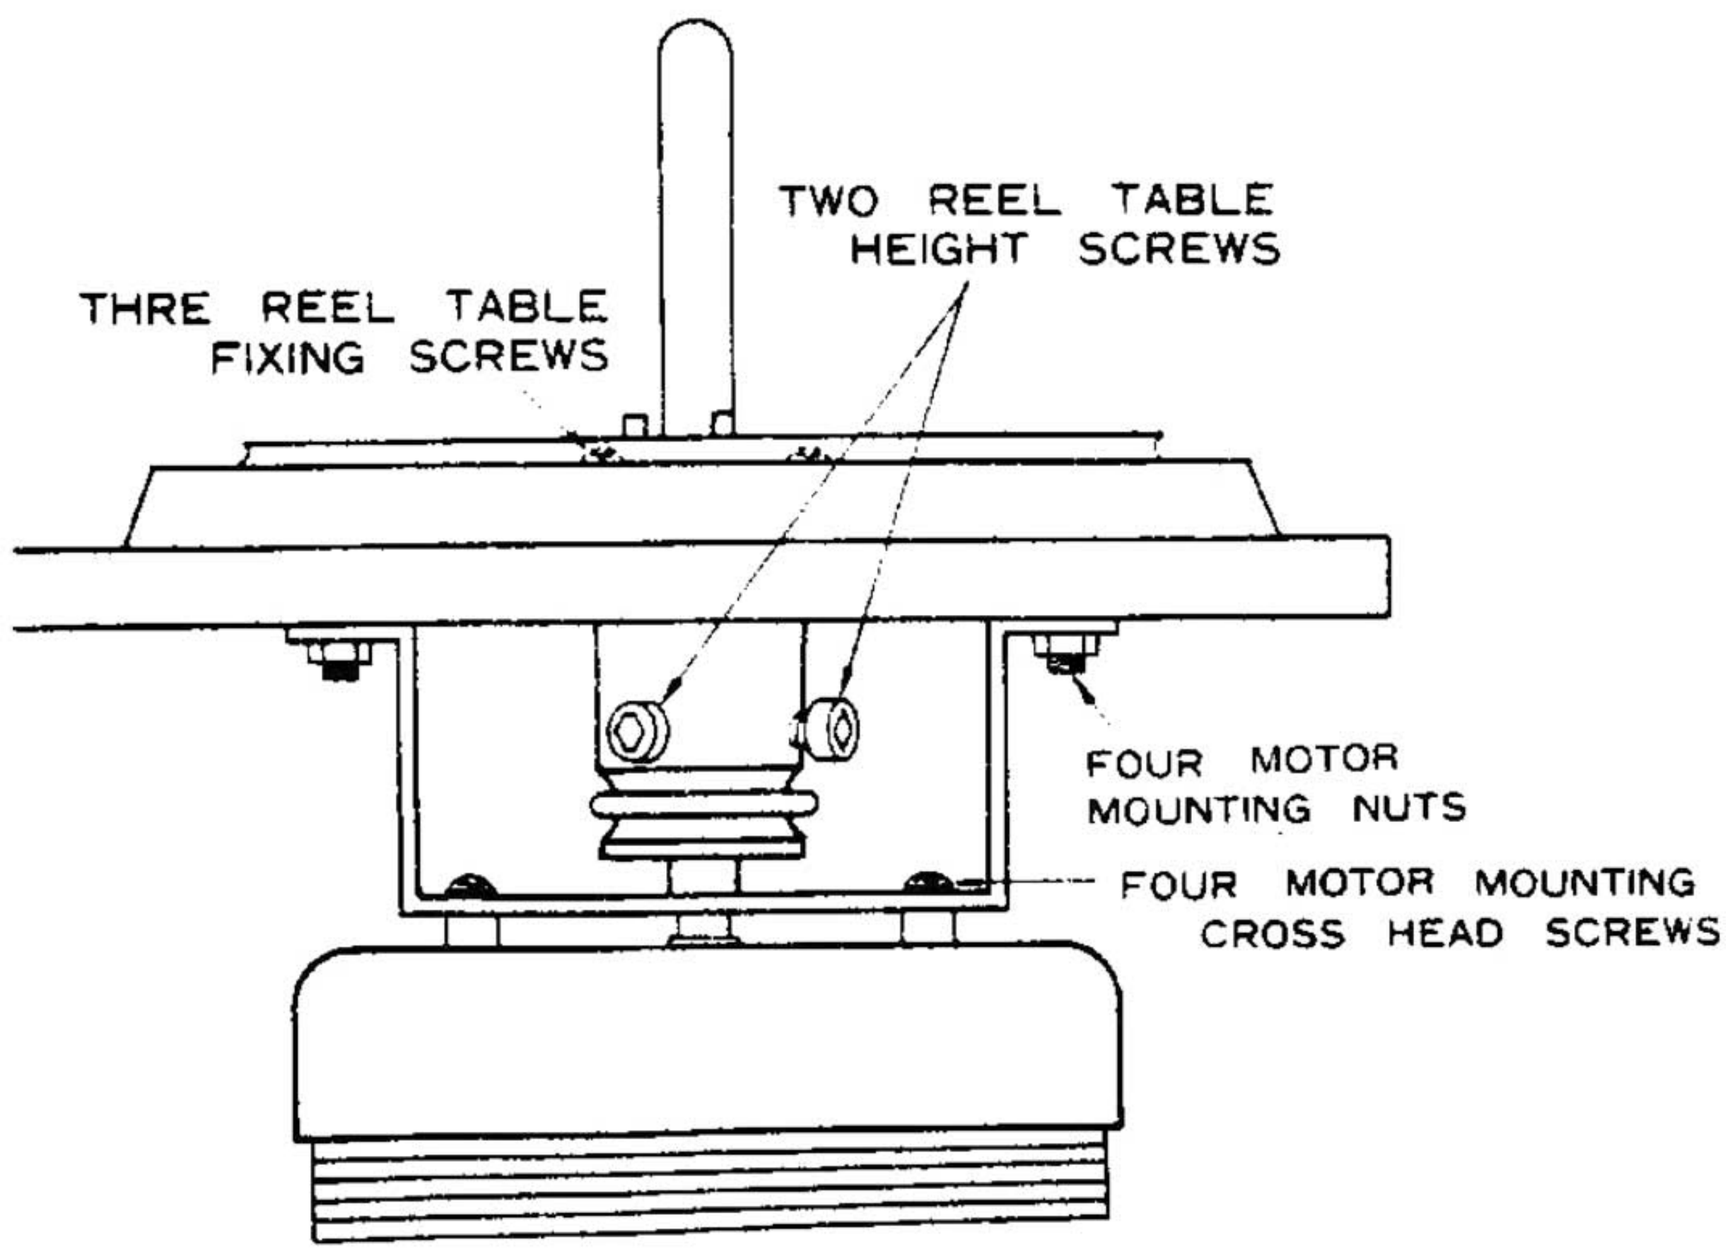

Fig. 4–1 Reel Table and Motor
The reel table may be removed by removing three cross head screws accessible from the front of the transport. To adjust the reel table height, loosen two hexagonal socket head screws shown in Fig. 4–1, adjust height and retighten screws.
1. Loosen two hexagonal socket head screws on the reel shaft holder (Fig. 4–1) and remove reel table and holder.